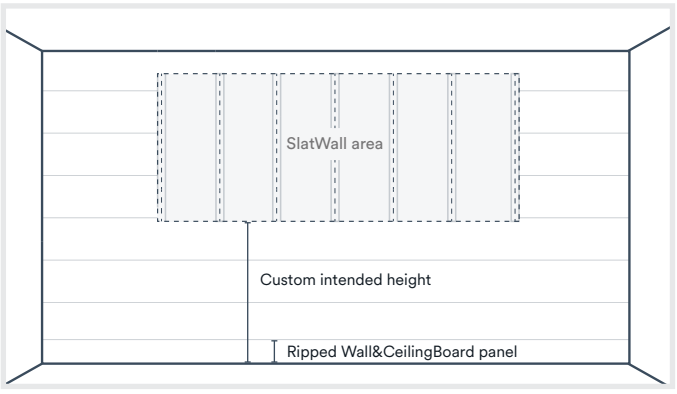

Fig. 25
b. If the desired distance from the floor to the bottom of the first SlatWall panel is not an even multiple of 16", the Wall&CeilingBoard panel closest to the floor should be ripped to an appropriate width to achieve the desired SlatWall height (Fig. 25). The resulting connection between SlatWall and Wall&CeilingBoard is shown below.